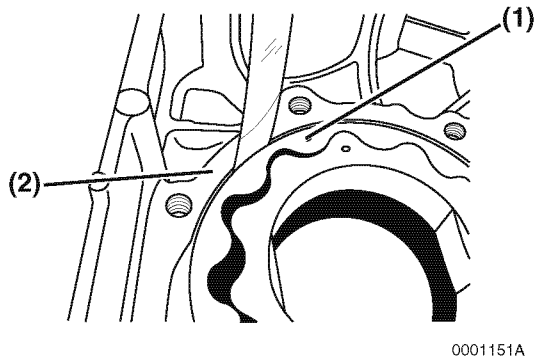

Figure 9-8
2. Determine the outside clearance of the outer rotor. Insert a feeler gauge between the outer rotor **(Figure 9-8, (1))** and the gear case oil pump cavity **(Figure 9-8, (2))**.